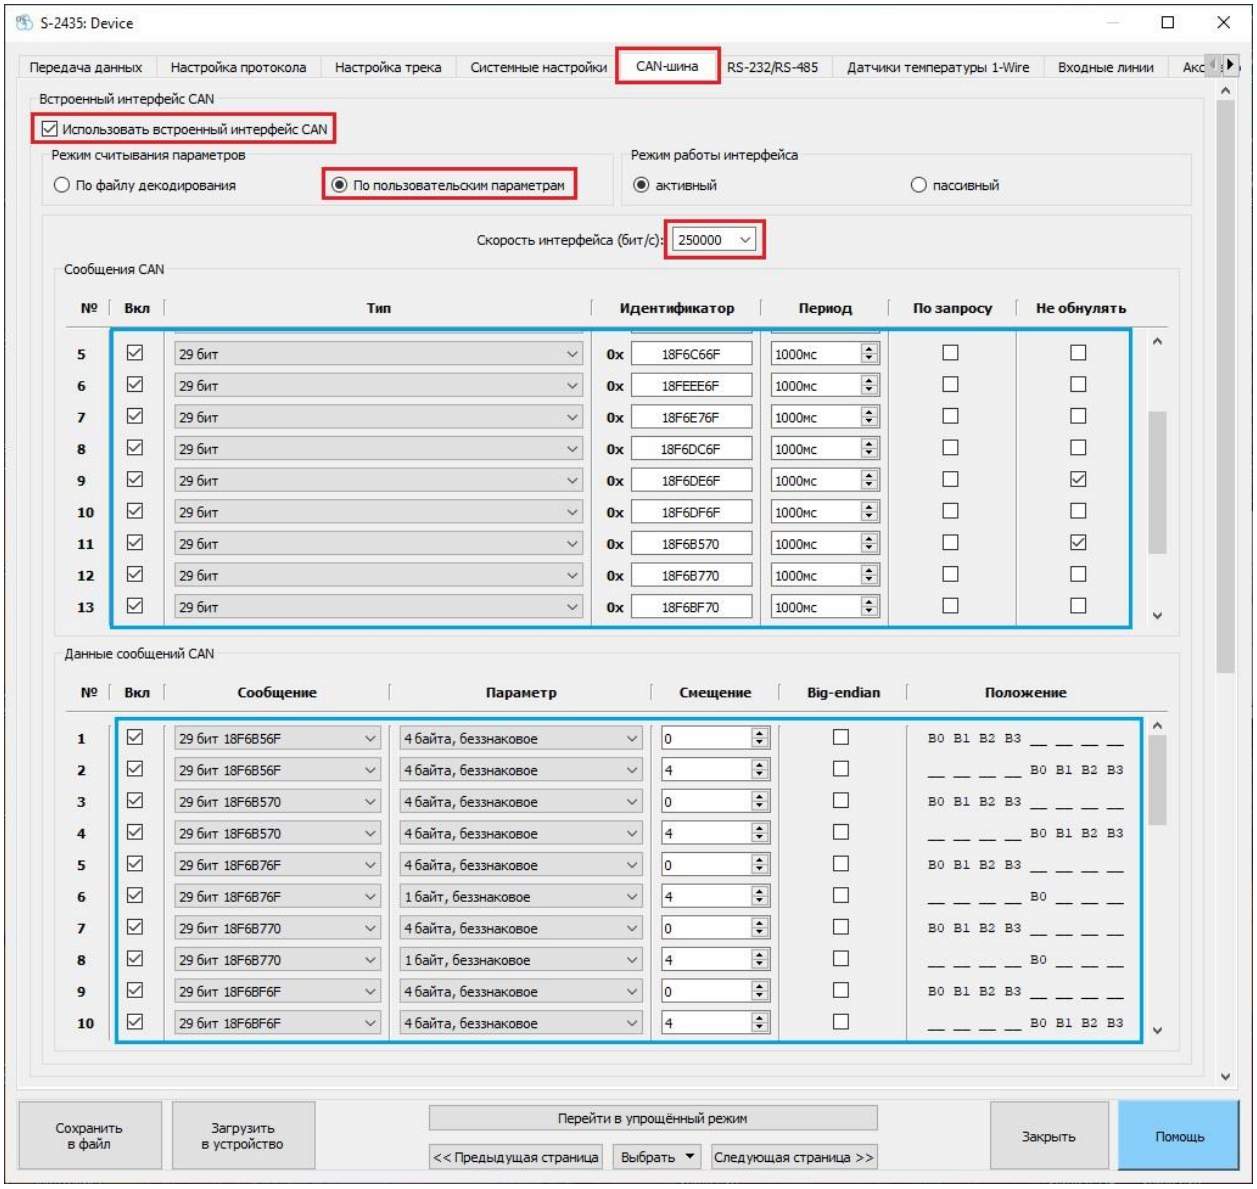

Рисунок 4
При записи параметра «Идентификатор» первые два символа – приоритет сообщения (18 – приоритет 6), последующие четыре символа – PGN в HEX формате (F6B5 - 63157), два последних символа – адрес расходомера (6F- 111, 70 - 112). При этом данные о дифференциальном расходе выдаются от адреса «Мастера» (111). Для некоторых параметров, которые ни при каких условиях не должны быть равны нулю (например, суммарный расход и время работы) рекомендуется установить «не обнулять» в соответствующих полях. Это важно при длинной шине или наличии помех вблизи места установки. В окне «Данные сообщений CAN» выставляем длину нужного SPN (в столбце «Параметр»), а также позицию SPN (в столбце «Смещение»). (Рис. 4). Эту информацию можно получить из «Руководства по эксплуатации» DFM Marine и из Базы данных S6 http://s6.jv-technoton.com/.